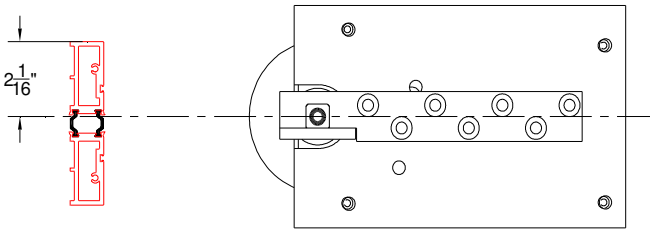

Figure 12:
1. Set the closer into the floor 2-1/16” from the back of the jamb and level (confirm with plumb line as stated in step 4). Closer is to be installed in line to the door and flush to the floor (Figure 12).